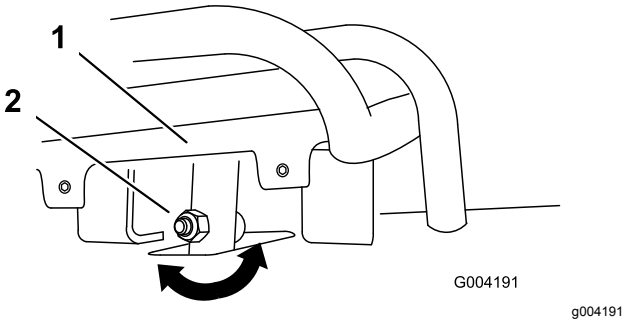
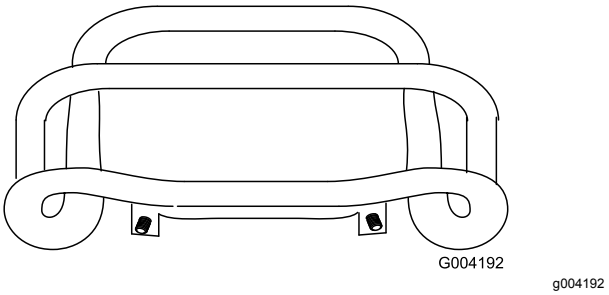

**Figur 54**
**Figur 55**
4. Om drivreglagets främre del inte ligger tätt intill och i rät vinkel mot referensstaven lossar du flänsmuttern och skruven på drivreglagets skaft (Figur 54).
5. Justera drivreglaget så att det ligger tätt intill referensstaven när det dras rakt bakåt (Figur 54 och Figur 55).